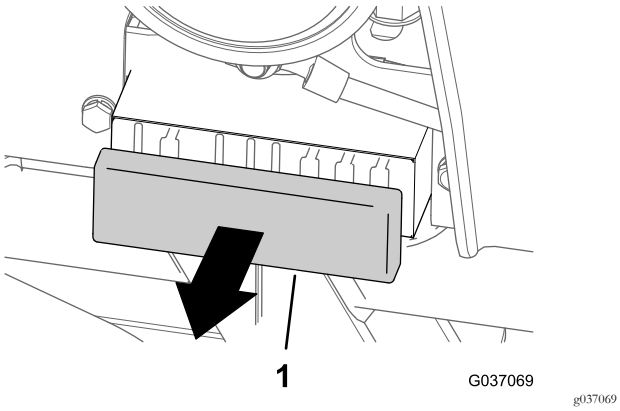

Figure 36
1. Remove the cover from the fuse block (Figure 36).
3. Install the cover on to the fuse block (Figure 36).